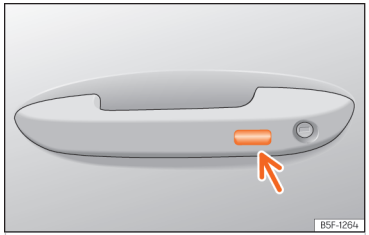

Abb. 88 Türgriff: Sensorfläche.
- **ODER:** mit dem Keyless Access-System (nur Schließen): Finger einige Sekunden auf der Sensorfläche zum Verriegeln ››› **(Abb. 88)** (Pfeil) im Türgriff halten, um die Fenster und das Schiebedach zu schließen. Sobald Sie die Sensorfläche nicht mehr berühren, wird die Schließfunktion unterbrochen.
Halten Sie einige Sekunden lang einen Finger über die Verriegelungssensorfläche ››› (Abb. 88) (Pfeil) am Türgriff, damit das Dach geschlossen wird. Sobald Sie die Sensorfläche nicht mehr berühren, wird die Schließfunktion unterbrochen.